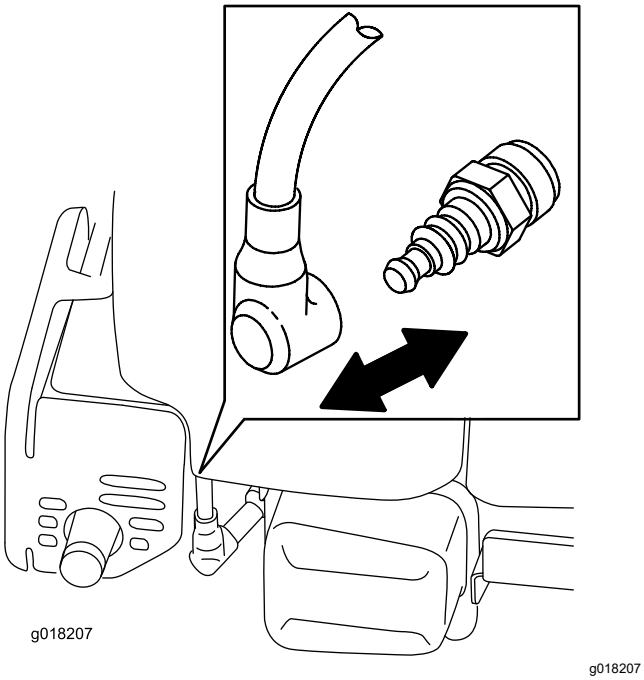

**Rysunek 22**
2. Przed wykonaniem którejkolwiek z procedur konserwacyjnych odłącz kabel świecy zapłonowej od świecy (Rysunek 22).